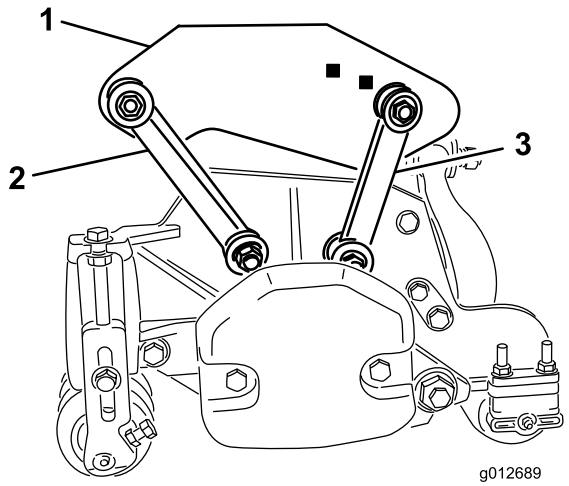

Figura 19
- Sujete los acoplamientos de montaje delanteros a los taladros de los bastidores de tiro con un perno (3/8 x 2-1/4 pulg), 2 arandelas planas y una contratuerca, según se muestra en Figura 19. Coloque una arandela en cada lado del acoplamiento al montarlo. Apriete los herrajes a 42 Nm.
- Sujete los acoplamientos de montaje traseros a los taladros de los bastidores de tiro traseros con un perno (3/8 x 2-1/4 pulg), 2 arandelas planas y una contratuerca, según se muestra en Figura 19. Coloque una arandela en cada lado del acoplamiento al montarlo. Apriete los herrajes a 42 Nm.